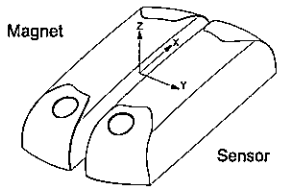

Figure 1
- Figures 1 & 2
- Standard double pole - Single and double leaf doors — Figures 1 & 2